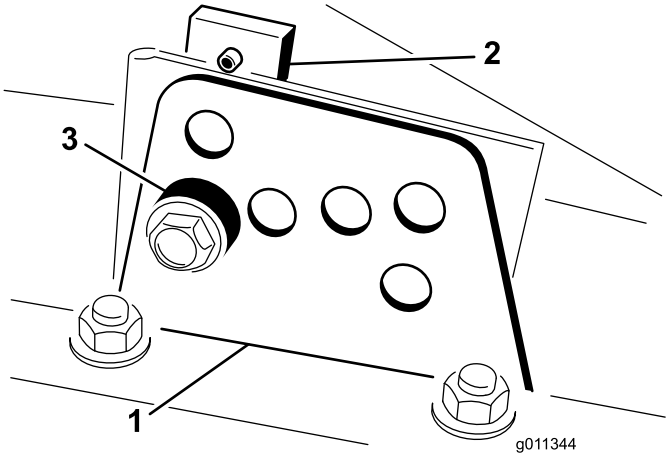

Figur 18
2. Løsne skruen som fester hver klippehøydebrakett til klippehøydeplaten (foran og på hver side) (Figur 18).